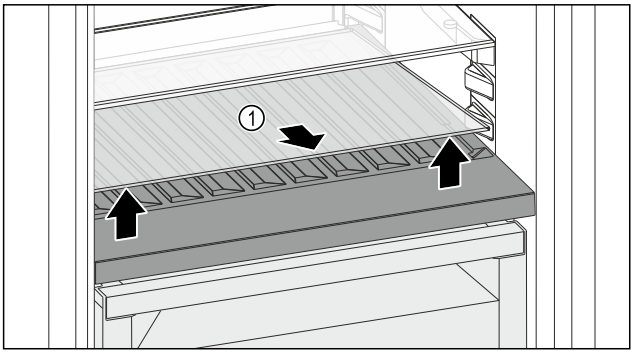

Fig. 164
▶ Paceliet stikla plaukta *Fig. 164 (1)* priekšpusi aiz padziļinājuma un izņemiet ārā.
▶ Droši uzglabājiet stikla plauktu *Fig. 164 (1)* ārpus ierīces.